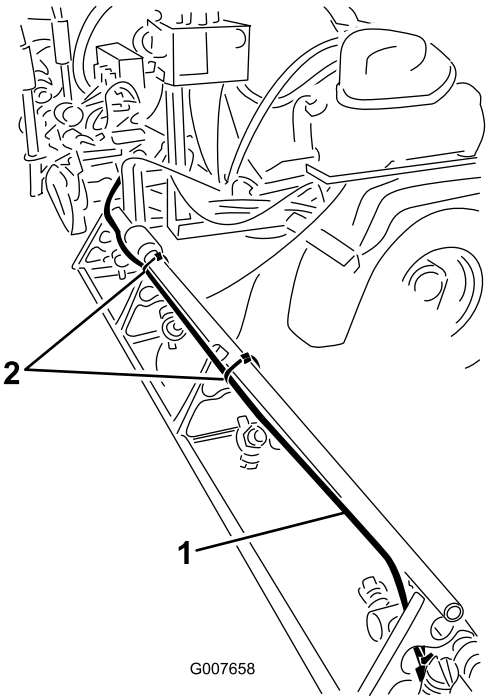

图7
A. 在右侧喷洒臂上，沿着上撑杆的后侧连接泡沫软管（图7）。